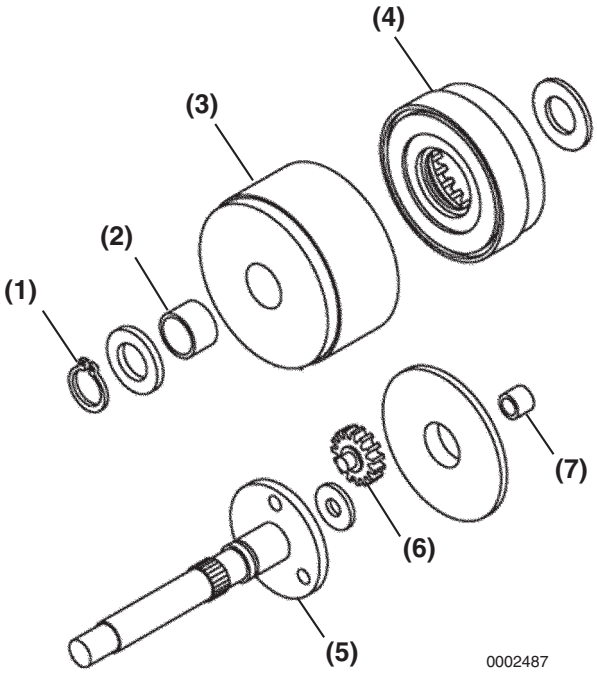

Figure 10-11
14. Remove the snap ring **(Figure 10-11, (1))**. Remove the pinion shaft **(Figure 10-11, (5))**, planetary gears **(Figure 10-11, (6))**, washers, and reduction gear **(Figure 10-11, (4))** from the intermediate housing **(Figure 10-11, (3))**.
15. Inspect the intermediate bushing **(Figure 10-11, (2))** and replace if worn or damaged.
16. Inspect armature bushing **(Figure 10-11, (7))** and replace if worn or damaged.